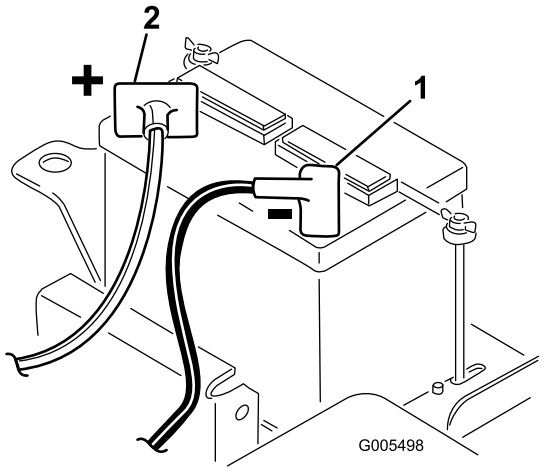

Bild 5
2. Schließen Sie das Pluskabel der Batterie (rot) vom Startermagnet an den positiven Pol (+) der Batterie an (Bild 5). Ziehen Sie es mit einem Schraubenschlüssel an und überziehen Sie die Klemmen/Pole mit Vaseline. Achten Sie darauf, dass das Kabel nicht mit dem Sitz in Berührung kommt, wenn der Sitz ganz nach hinten gestellt ist, da das Kabel ansonsten abgenutzt oder beschädigt werden kann.